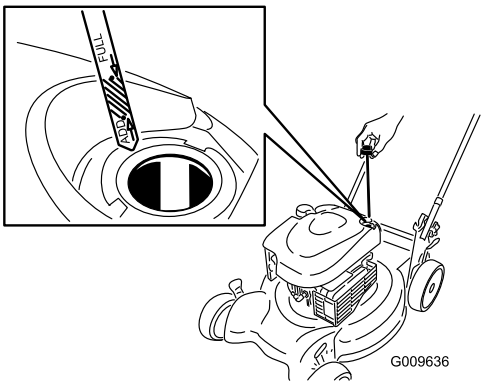

Figuur 8
1. Verwijder de peilstok uit de buis en veeg deze schoon. Schuif daarna de peilstok weer helemaal terug (Figuur 8).
2. Haal de peilstok eruit en controleer het oliepeil (Figuur 8). Als het peil onder de **Bijvullen**-markering op de peilstok staat, giet dan langzaam voldoende olie in de vulbuis totdat het peil de **Vol**-markering op de peilstok bereikt. **Niet te vol vullen.** (Maximale vulhoeveelheid: 0,59 l, type: SAE 30 reinigingsolie, met onderhoudsclassificatie SF, SG, SH, SJ, SL van het American Petroleum Institute [API] of hoger).